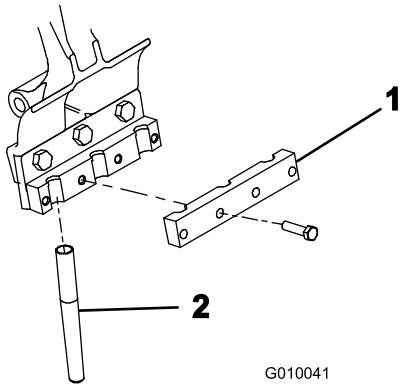

**Rysunek 24**
4. Luźno zamocuj zacisk zęba do każdego uchwytu zęba za pomocą 4 śrub (3/8 x 1-1/2 cala) (Rysunek 24). Nie dokręcaj śrub.